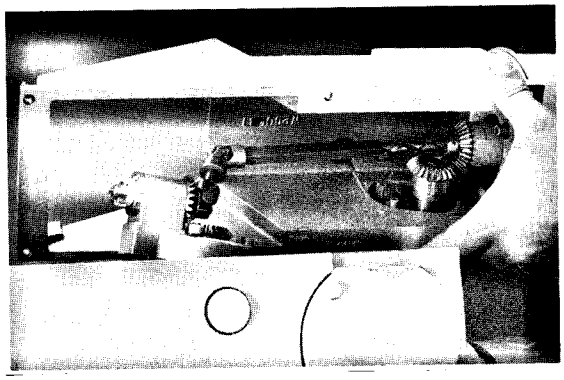

Figure 58
L'actionneur AE est relié au balancier par un joint universel et un arbre alternatif (figure 58). Il y a également une manivellle extérieure qui peut être utilisée pour un réglage manuel.
3. Tenir le couvercle au dessus de la pompe et insérer l'arbre soigneusement dans l'actionneur au fur et à mesure que vous baissez le couvercle (figure 58). Vous assurer que l'indicateur de course marque zéro.